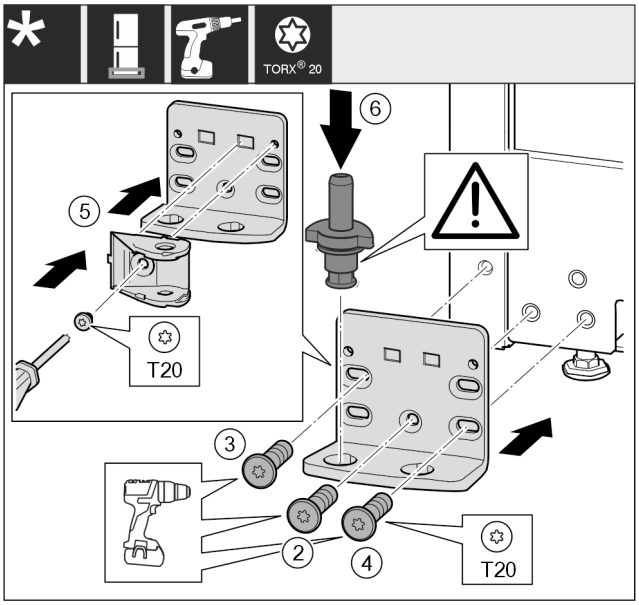

Fig. 49 *
- ▶ Lagerbock auf der anderen Seite ansetzen und mit Hilfe eines Schraubendrehers anschrauben. Mit der Schraube *Fig. 49 (2)* unten in der Mitte beginnen.*
- ▶ Schraube *Fig. 49 (3)* und Schraube *Fig. 49 (4)* festschrauben.*
- ▶ Schließdämpferverbindung *Fig. 49 (5)* um 180° drehen. Auf der anderen Seite des Lagerbocks mit Schraubendreher anschrauben.*
- ▶ Lagerbolzen *Fig. 49 (6)* komplett einsetzen. Dabei darauf achten, dass der Rastnocken nach hinten zeigt.*